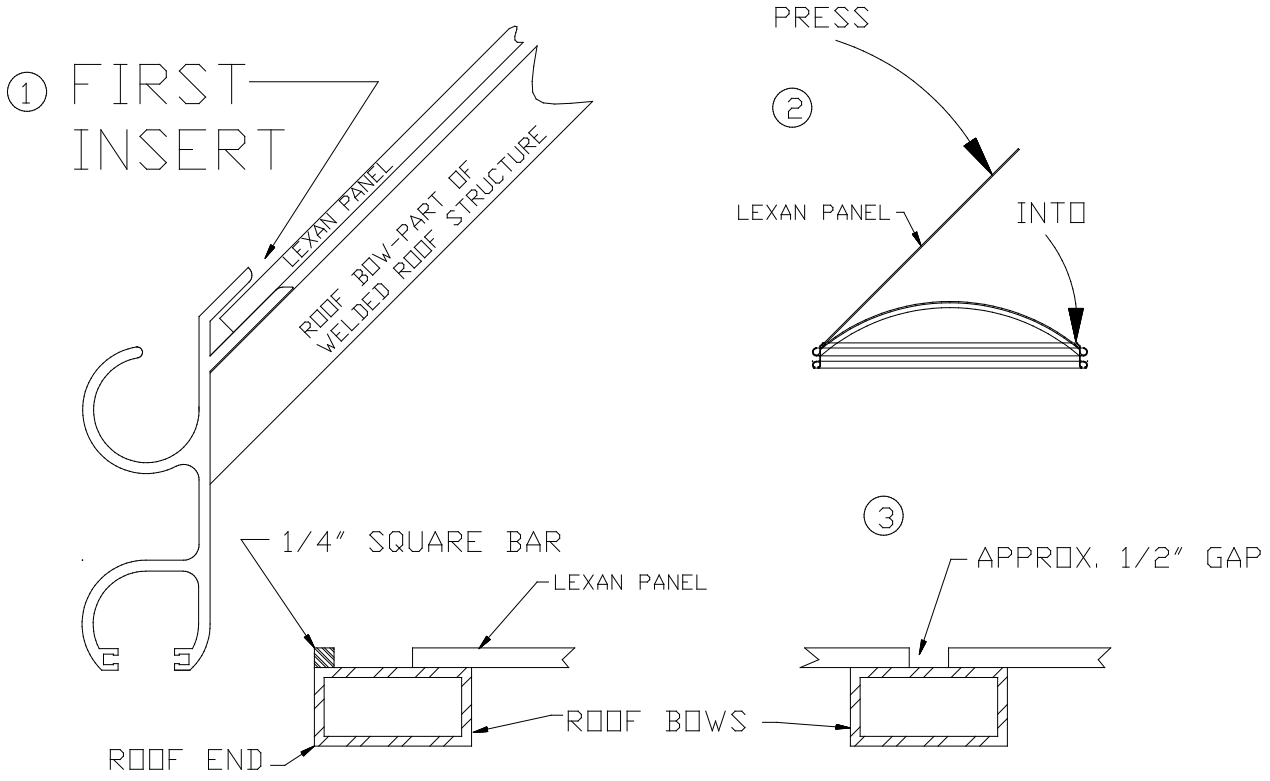

FIG 1
1. **There is a film on both sides of the Lexan panel. Examine the panel and note which surface is to be faced externally. Remove film from both sides of Lexan panel. Install the edge into groove as shown in Fig 1 (Page 5). Press the panel over the top and into groove on opposite side. There should be a 1/2" gap between panels. Press down firmly so the panel contacts the roof bow at its top.**
G:\AutoCAD2000\Installations,Plots\Fig1.dwg, Model, 02/26/2003 08:26:14 AM